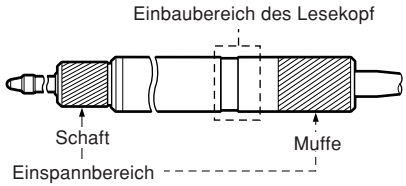

Abb. 1 Montagepositionen
- Bitte Sicherstellen, dass der Schaft des Messtasters fest eingespannt ist. Falls ein anderer Teil des Messtasters eingespannt werden soll, ist der Bereich mit dem Firmenlogo (dort ist der Lesekopf eingebaut) und seine nähere Umgebung zu meiden. (Abb. 1)